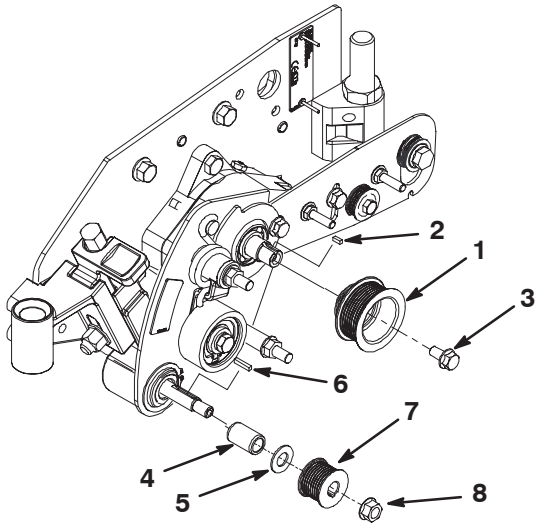

Figure 35
30. Mount the drive pulley to the drive assembly shaft with a .125 x .312 square key and a .312 x .62" lg. flange head screw (Fig. 35). Apply Loctite 242 to the threads of the screw. Torque the capscrew to 200 in–lbs.
31. Apply a film of grease to the pulley spacer (Fig. 35) and carefully insert it into the L.H. height of cut assembly Take care not to damage the seals in the height of cut assembly.
32. Insert the .474 ID x .938 OD x .065" thk. washer onto the groomer shaft (Fig. 35).
33. Loosely install the driven pulley to the height of cut assembly shaft with a square key and a 3/8–16 flange head nut (Fig. 35).